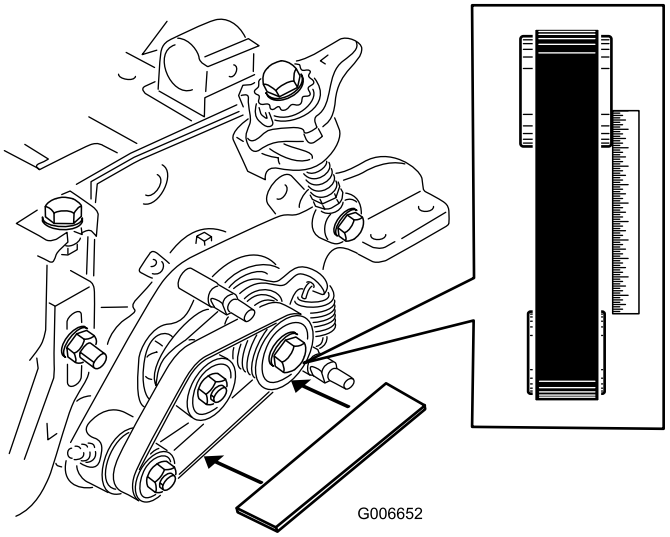

Figur 12
- Lägg ett objekt med rak kant längs med **drivskivans** ytterkant (Figur 12).